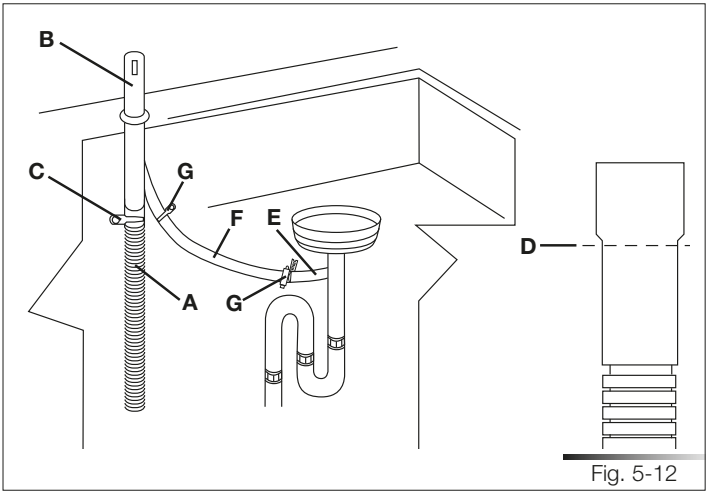

Fig. 5-12
1. Raccorder le tuyau d'évacuation du lave-vaisselle (réf. A fig. 5-12) à la prise d'air (réf. B fig. 5-12) à l'aide du collier à ressort large (réf. C fig. 5-12) ; si nécessaire, couper l'extrémité du tuyau d'évacuation du lave-vaisselle (réf. D fig. 5-12) (ne pas couper dans la partie annelée). Si le tuyau d'évacuation a été coupé, utiliser un collier à vis* de 38 à 50 mm (de 1-1/2 à 2").
2. Pour raccorder la prise d'air (réf. B fig. 5-12) au raccord en T (réf. E fig. 5-12) du circuit d'évacuation, utiliser un raccord en caoutchouc* (réf. F fig. 5-12) et des colliers à ressort ou à vis* (réf. G fig. 5-12).